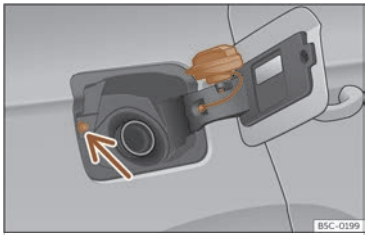

Fig. 206 Fuel tank flap with tank cap attached.
- Place it in the space on the hinge of the open flap ››› Fig. 206.
Avoid touching the fuel tank flap lock button ››› Fig. 206 (arrow). The system will interpret that you have finished and cannot continue refuelling. Press the button on the driver's door again to continue.